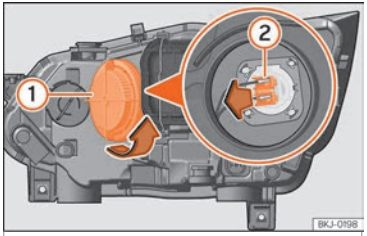

Fig. 52 In the engine compartment: main beam headlight bulb.
– Turn the cover (1) anti-clockwise and take it out ››› Fig. 52.
– Remove the bulb connector ② by pulling it outwards.
– Fit the bulb connector ②.
– Fit cover ①, turning it towards the right.